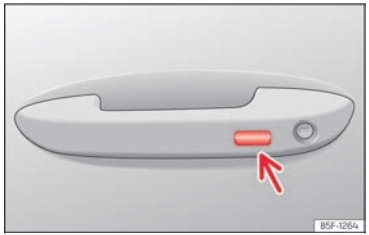

Fig. 88 Manecilla de la puerta: superficie sensora.
- **O BIEN:** mediante el sistema Keyless Access (sólo cierre): Mantenga un dedo durante algunos segundos sobre la superficie sensora de bloqueo ››› **fig. 88** (flecha) de la manecilla de la puerta para que se cierren las ventanillas y el techo. Si deja de tocar la superficie sensora se interrumpe la función de cierre.
Mantenga un dedo durante algunos segundos sobre la superficie sensora de bloqueo ››› **fig. 88** (flecha) de la manecilla de la puerta para que se cierre el techo. Si deja de tocar la superficie sensora se interrumpe la función de cierre.